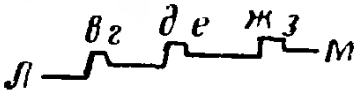

Рис. 81
4) стамесками *№5 и 6* углубить на 1 *мм* поверхность со складками знамени, оставив нетронутой каемку знамени. На рис. 81 показан разрез складок знамени по линии *ЛМ* после углубления указанной поверхности;